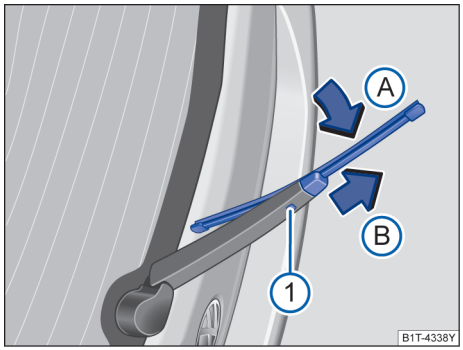

图 219 更换后风窗刮水器刮水片
– 按住解锁按钮→ 图 219 ① 。
– 将后风窗刮水器刮水片朝刮水器摆臂→ 图 219（箭头Ⓐ ）方向翻转，同时沿箭头方向Ⓑ 拔下。会因此需要用较大的力量。